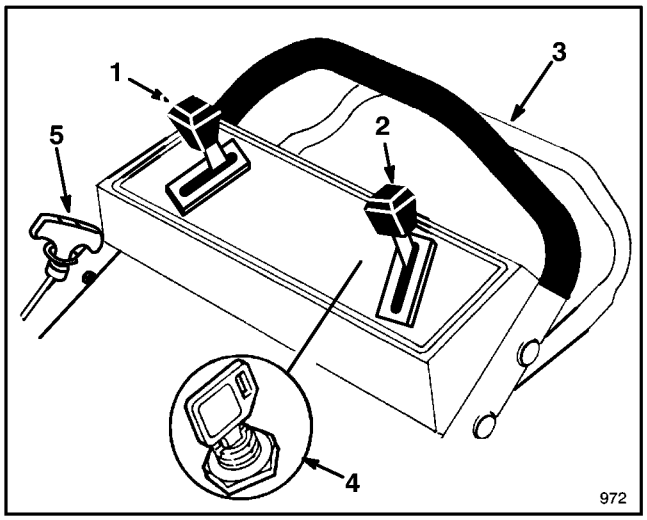

Abbildung 11
STEUERVORRICHTUNG—Startschlüssel (Elektrostart-Modell), Gashebel, Geschwindigkeitshebel, Antriebshebel und Seilstarter befinden sich am oberen Griff (Abb.. 11).
5. STARTEN MIT E-START—Den Antriebshebel gegen den Griff drücken. Den Schlüssel auf (START) drehen und loslassen, sobald der Motor läuft. Wenn der Motor anspringt, die Drehzahl nach Bedarf regulieren. Wenn die Batterie zu schwach ist, um den Motor zu starten, kann der Motor mit dem Seilstarter gestartet werden (Abb. 11). Den Motor warmlaufen lassen. Während des Aufwärmens kann das Gerät betrieben werden.